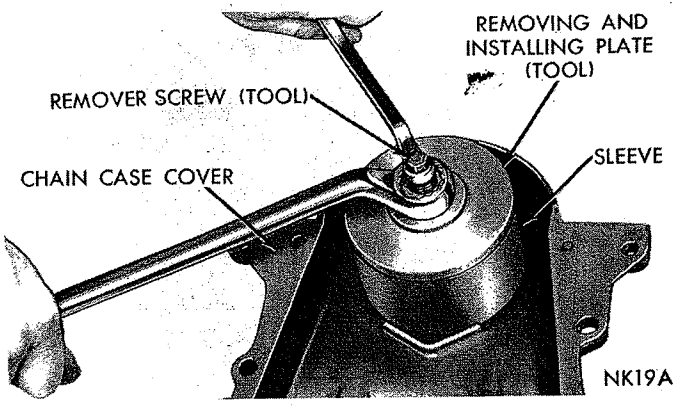

*Fig. 31—Removing Oil Seal (Tool C-3506)*
(4) Place flat washer and nut on remover screw. Hold tool center screw and tighten tool lock nut to remove seal, (Fig. 31).